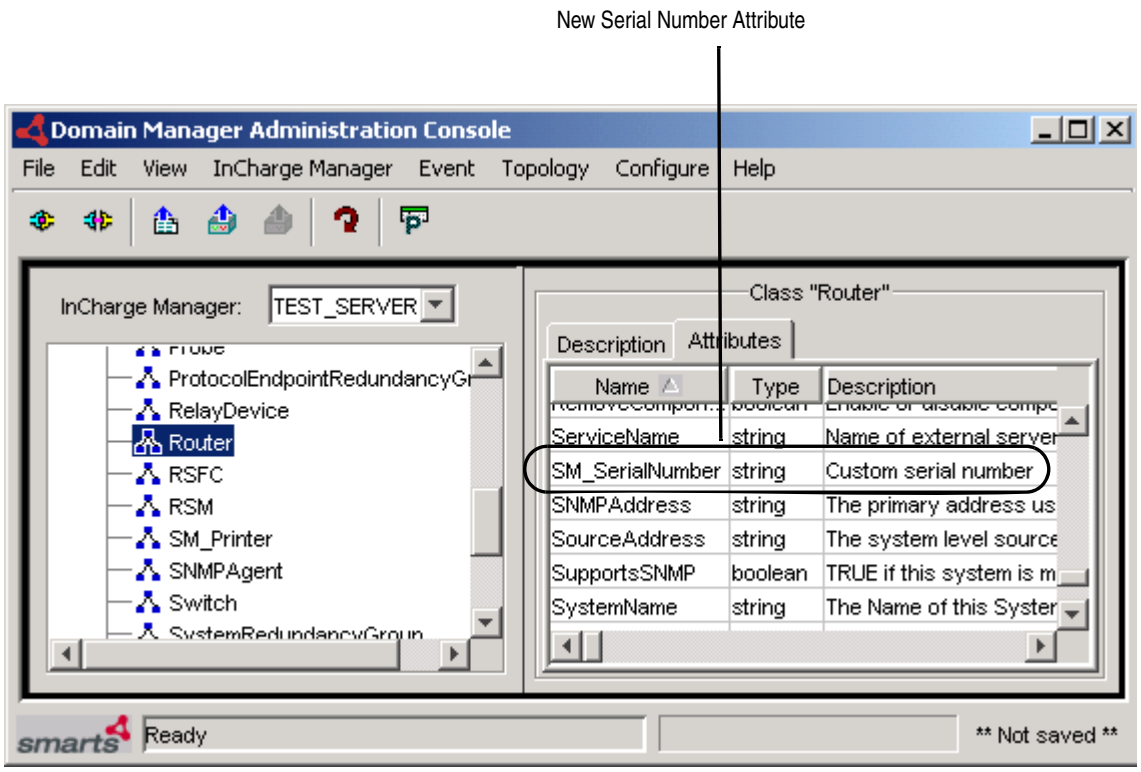

Figure 3-1 **Serial number attribute added to the Router class**
3. Select the Router class in the topology tree to display the attributes in the **Attributes** tab. The SM_SerialNumber attribute appears, as shown in Figure 3-1 on page 3-5.